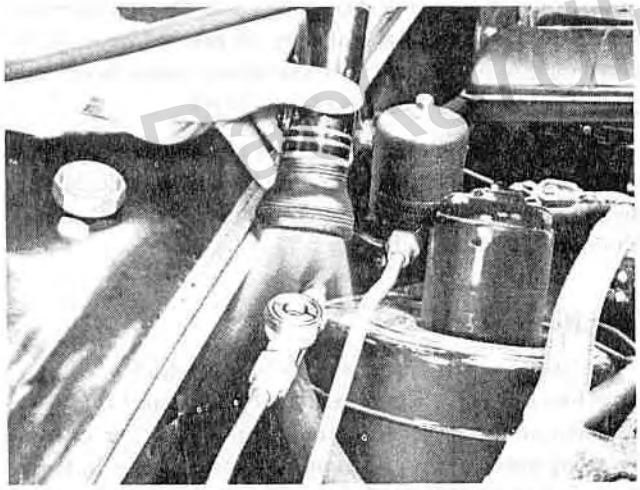

Figure 11—Checking Flow of Refrigerant
4. Watch the sight glass until a solid column appears. See figure 11.